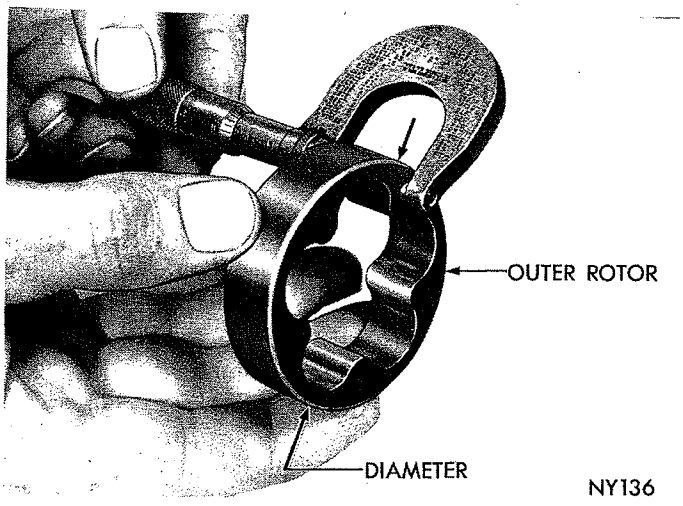

***Fig. 53—Measuring Outer Rotor Thickness***
(3) If outer rotor length measures less than .649 inch (Fig. 53), and the diameter less than 2.469 inches, replace outer rotor.